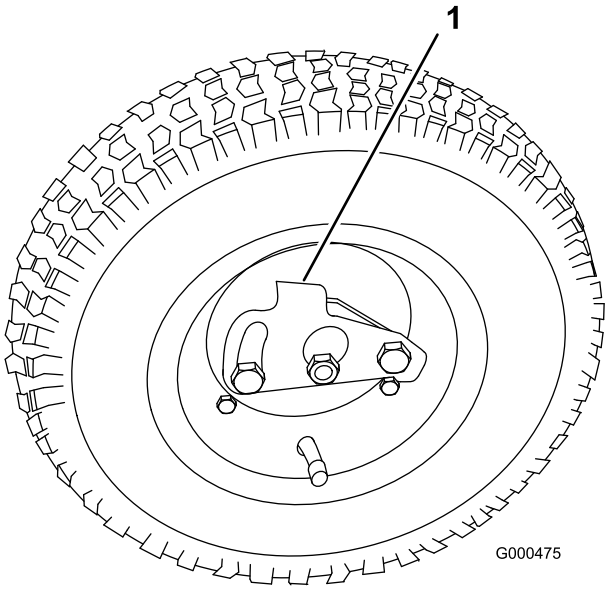

Figur 7
5. Skub hjulet over på akslen (Figur 7).
6. Drej hjulets låseclips væk fra hjulets midte, så det kan glide længere ind på akslen (Figur 7).